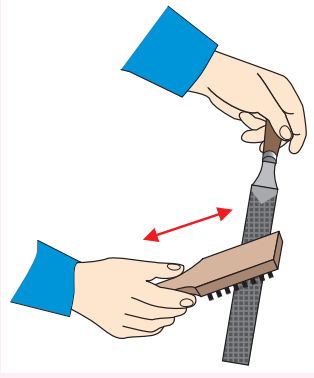

Рис. 116. Очистка напильника от опилок
7. Очищайте напильник от забивания опилками металлической проволочной щеткой (рис. 116).